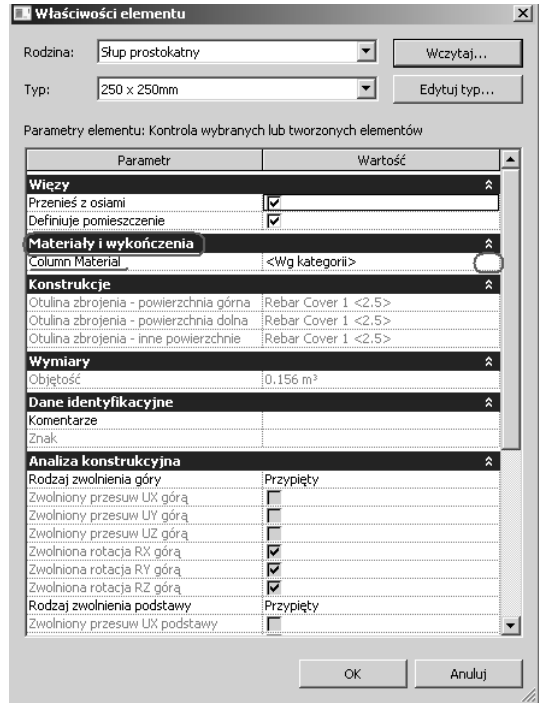

Rysunek 3.41. *Okno umożliwiające definicję materiału dla obiektu Słup prostokątny*
1. Z przeglądarki projektu dwukrotnym kliknięciem myszy wybieramy rzut *Poziom 0*. Ze wstążki, z karty *Główna*, z palety *Zbuduj* wybieramy narzędzie *Słup*/*Słup konstrukcyjny*. Na liście typów wskazujemy słup prostokątny 250×250 mm, w oknie *Właściwości elementu* określamy materiał słupa, zaznaczając przycisk, który pojawia się po prawej stronie wartości materiału (rysunek 3.41).